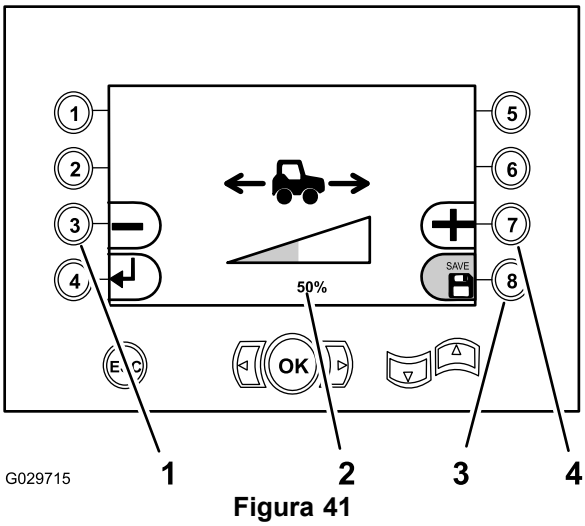

Figura 41
- Pulse el botón 3 (Figura 41) para reducir el porcentaje de la velocidad de avance que puede ajustarse con el joystick de tracción (hasta el 15% de la velocidad de avance que puede ajustarse con el pedal).
- Pulse el botón 7 (Figura 41) para aumentar el porcentaje de la velocidad de avance que puede ajustarse con el joystick de tracción.
3. Pulse el botón 8 para guardar el ajuste (Figura 41).